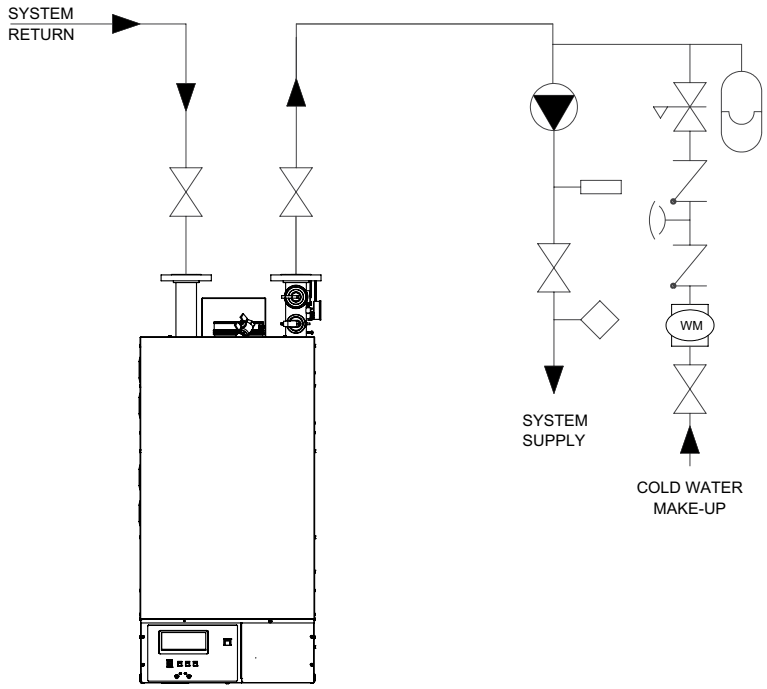

Figure 15 - Typical Multiple Boiler Reverse Return Piping
Consideration of system thermal mass, minimum system load & system flow must be based on the relationship between the boiler minimum output and the system's ability to absorb the energy. Insure at least a ten (10) minute boiler run cycle at minimum system load. Systems using multiple boilers can also be installed using a reverse return system, Figure 15.